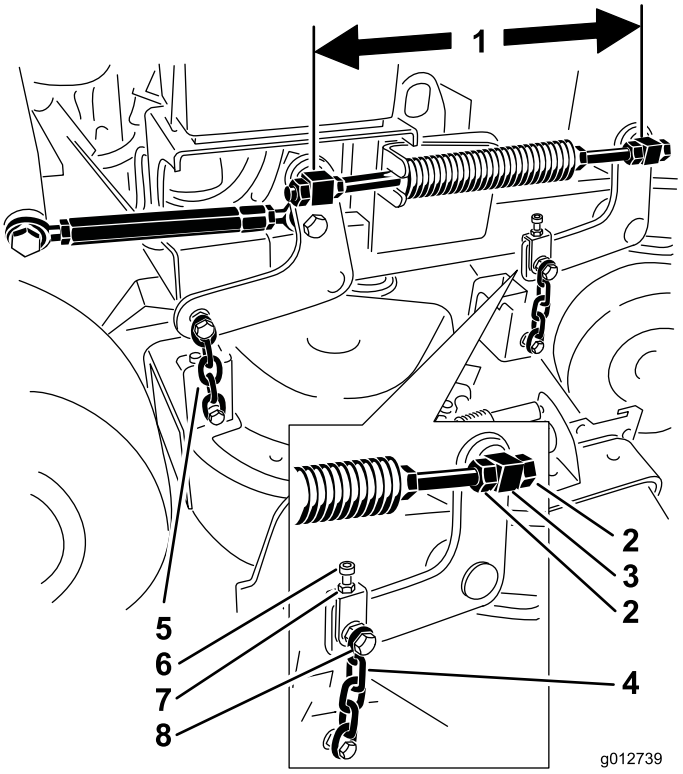

Figura 84
6. Compruebe la distancia entre los pivotes; mida del centro de un pivote al centro del otro (distancia entre centros) en la varilla roscada. Esta distancia debe ser de 49,5 cm para plataformas de corte de 91 cm y de 43,7 cm para carcasas de corte de 102 cm (Figura 84).
9. Utilice las contratuercas del pivote delantero para ajustar la longitud entre los pivotes delantero y trasero en ese lado (Figura 84).
11. Utilice el perno de ajuste para obtener la misma tensión en ambas cadenas delanteras (Figura 84).
5. Afloje la tuerca del perno superior de la cadena y la contratuerca del perno de ajuste (Figura 84).
6. Apriete o afloje el perno de ajuste para obtener una distancia de 6 a 10 mm menos en la parte delantera, en **A**, que en la parte trasera, en **B** (Figura 84).